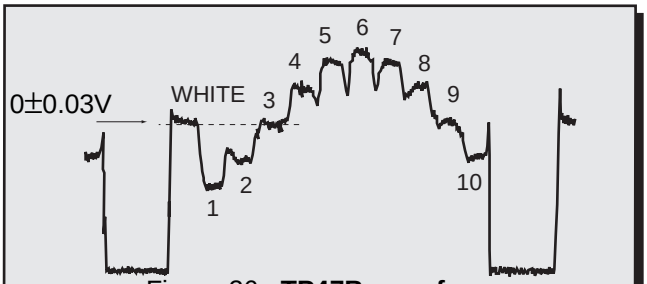

Figure 26. **TP47B waveform**
4. In Serviceman Mode adjust “TINT” data so that the peak white is located at same level as peak “3”, within 0±0.03V. (See waveform detail, Fig. 26),